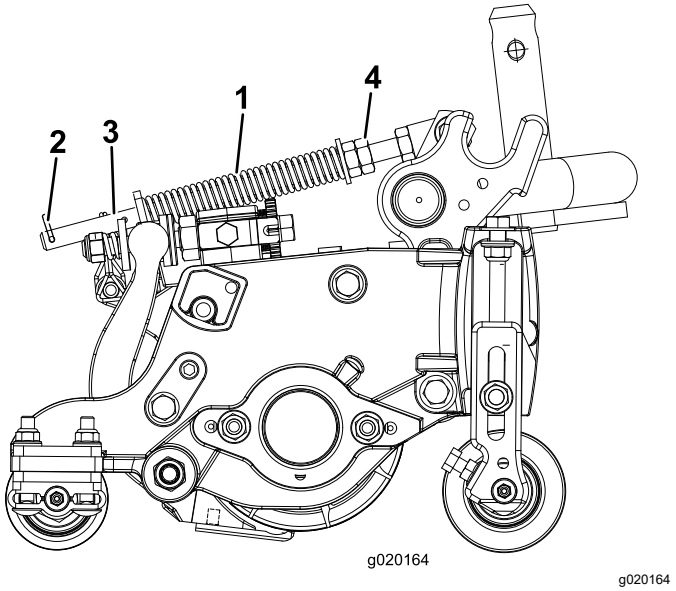

**Figur 14**
Gräsutjämningsfjädern (Figur 14) överför vikt från den främre till den bakre valsen. Detta hjälper till att minska förekomsten av det speciella vågformade mönster i gräsmattan som kallas för ”ondulering” eller ”bobbing”.
6. Se till att hårnålssprinten sitter i det bakre hålet på fjäderstången (Figur 14).
7. Dra åt sexkantsmuttrarna på fjäderstångens främre ände till dess att fjäderns komprimerade längd (Figur 14) är 12,7 cm på 5-tums-klippenheter och 15,8 cm på 7-tums-klippenheter.